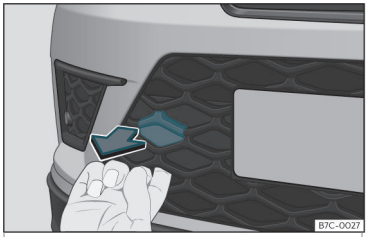

Fig. 39 En el lado derecho del paragolpes delantero: retirar la tapa.
El alojamiento de la argolla de remolque enroscable se encuentra en el lado derecho del paragolpes delantero detrás de una tapa ››› **fig. 39**.
- Extraiga la tapa de la argolla presionando hacia fuera con el dedo a través del orificio de la rejilla ››› **fig. 39**.